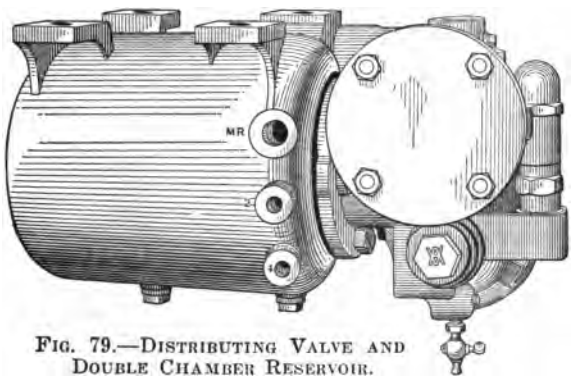

FIG. 79.—DISTRIBUTING VALVE AND DOUBLE CHAMBER RESERVOIR.
Q. What do Figs. 79 and 80 represent?
A. Referring to Fig. 79, the connection marked *"MR"* is the supply-pipe connection. The supply pipe connects the main-reservoir pipe and the distributing valve. The connection marked *"IV"* is the distributing valve release pipe, and connects the exhaust port through the equalizing slide valve of the distributing valve with the independent brake valve, and when the latter is in running position, extends through it to the automatic brake valve. The intermediate connection marked *"II"* connects the application